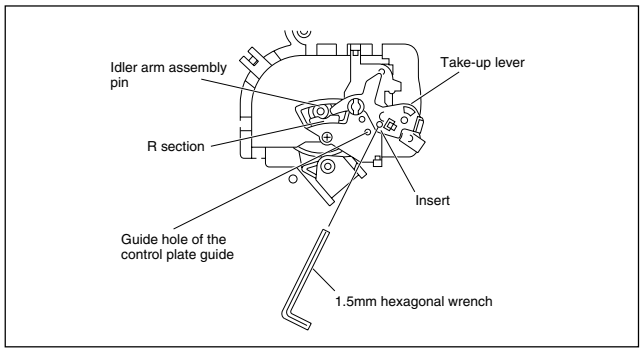
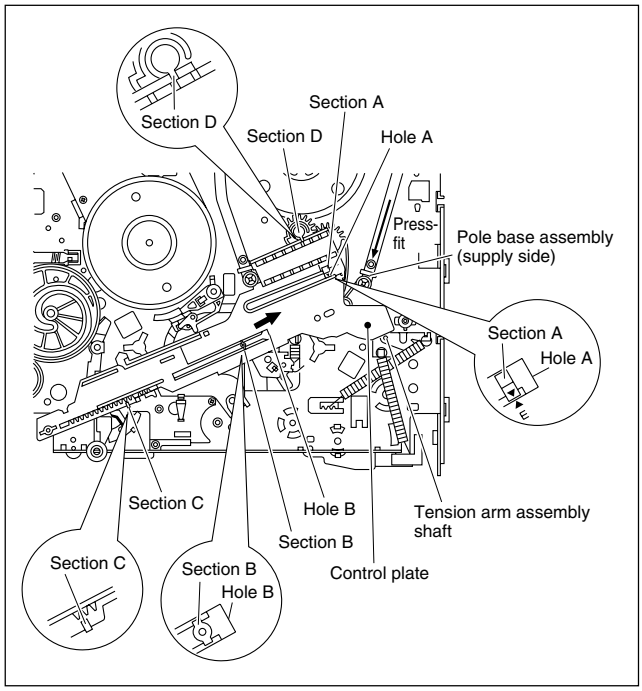

Fig. 2-2-15b
Fig. 2-2-15c
(1) Adjust the position of the idler arm assembly pin as indicated in Fig.2-2-15b (to the left of center (centre) of the R section).
(2) Bring the guide hole of the take-up lever into alignment with the hole at the control plate guide and fix the position by inserting a 1.5 mm hexagonal wrench.
(3) Install the control plate so that the section A of the loading arm gear shaft fits into the hole (A) of the control plate, the section B of the control plate guide into the hole (B), and the control plate comes under the section C of the rotary encoder guide and the section D of the loading arm gear shaft while press-fit the pole base assmebly (supply side) as indicated by the arrow. It is important that the tension arm assembly shaft is positioned closer toward you than the control plate. (See Fig.2-2-15c.)
(4) Make sure that the mark E of the control plate is in alignment with the mark ▼ of the loading arm gear shaft. (See Fig.2-2-15c.)
(5) Pull off the hexagonal wrench for positioning.